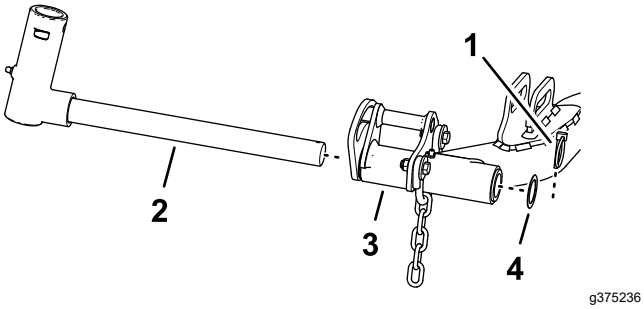

**Figuur 17**
1. Verwijder de lynchpen en de ring waarmee het juk van het draaipunt aan de hefarm is bevestigd, en schuif de as uit de hefarm (Figuur 17).